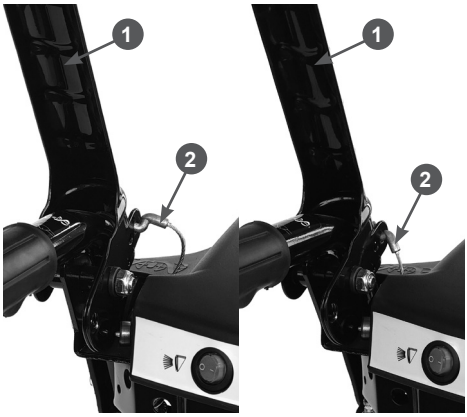

Рис. 7 Установка наконечника троса включения шнеков
- вставьте Z-образный наконечник 2 троса в отверстие на рычаге 1, как показано на Рис. 7;